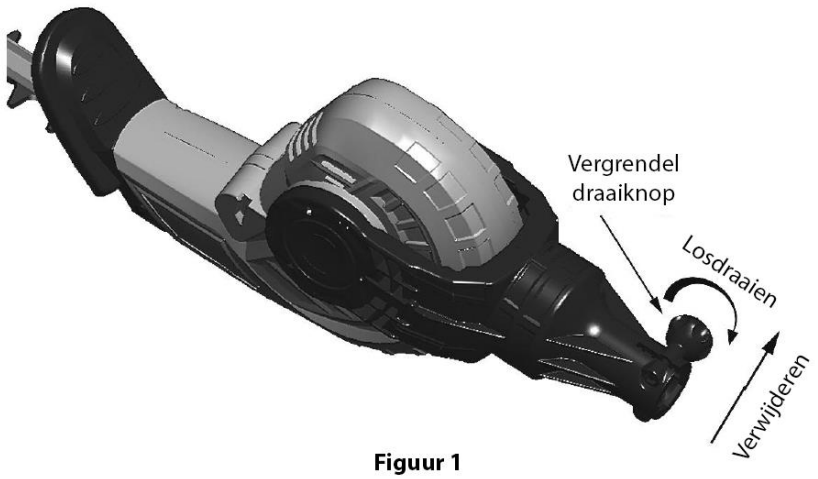

Figuur 1
1. Draai de vergrendel draaiknop los (zie figuur 1).